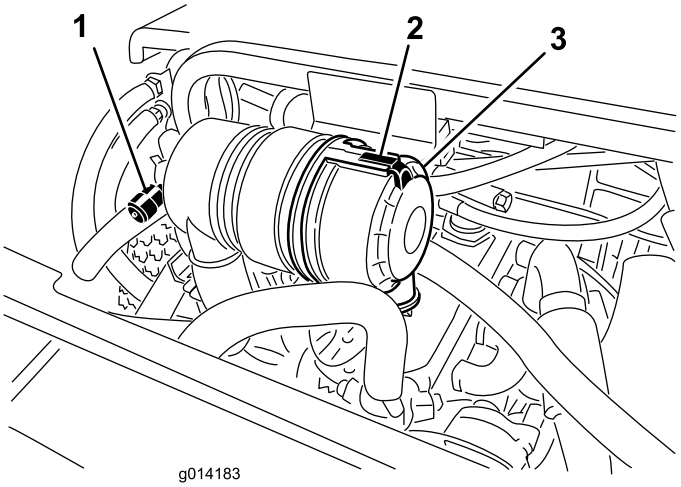

**Figur 43**
Efterse kun luftfilteret, når serviceindikatoren (Figur 43) viser, det er nødvendigt. Hvis du udskifter luftfilteret, før det er nødvendigt, øger du blot risikoen for, at der kommer snavs ind i motoren, når filteret afmonteres.
1. Åbn låsen, der fastgør luftfilterdækslet til luftfilterhuset (Figur 43).